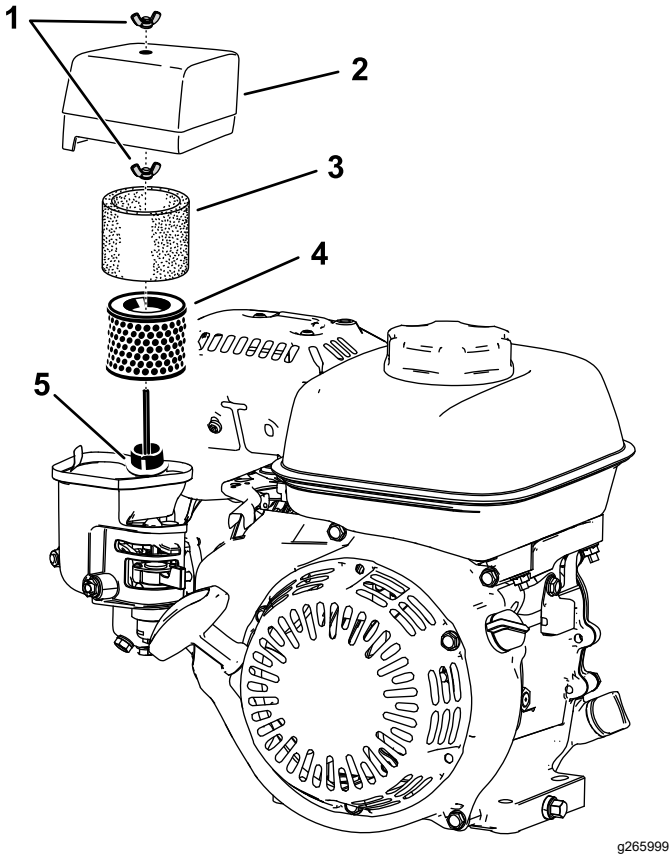

Figur 27
2. Ta bort vingmuttern som fäster luftrenarkåpan (Figur 27).